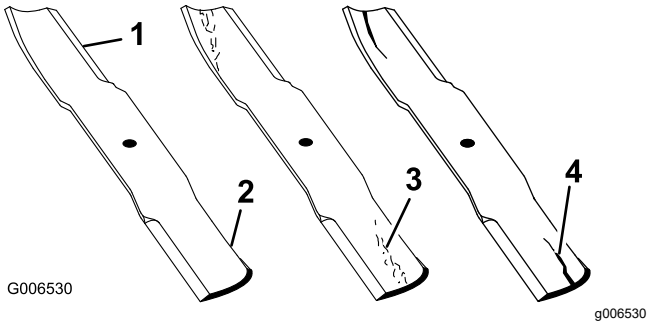

Rysunek 63
1. Sprawdź krawędzie tnące (Rysunek 63).
4. Jeżeli zauważysz jakiekolwiek pęknięcia, zużycie lub szczeliny powstające w tym obszarze, natychmiast zamontuj nowe ostrze (Rysunek 63).